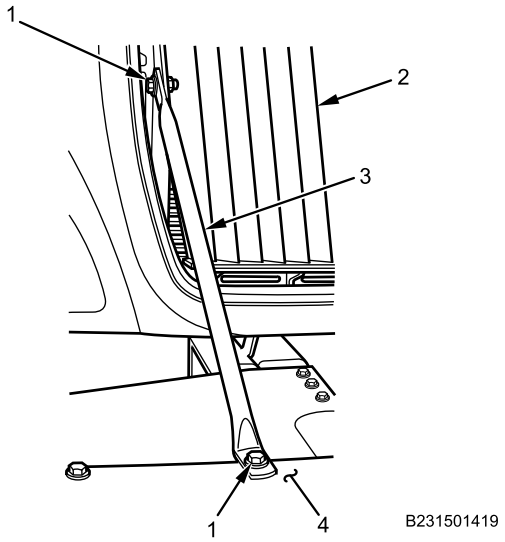

Figure 4. Grille Support Installation.
3. Install grille support (Figure 4, Item 3) with two bolts (Figure 4, Item 1) on armor grille (Figure 4, Item 2) and bumper (Figure 4, Item 4). Tighten bolts securely.